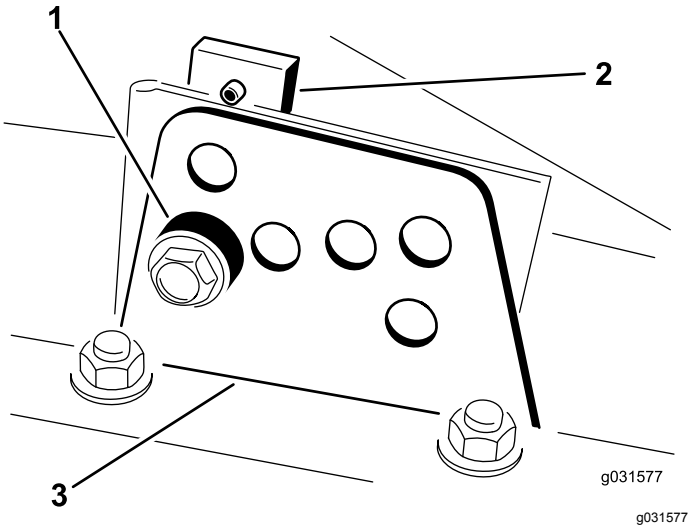

图 17
2. 拧松将各剪草高度支架固定至剪草高度板的螺栓前面和两侧如 图 17 所示。
4. 在支撑起切割腔的同时取出隔片 (图 17)。